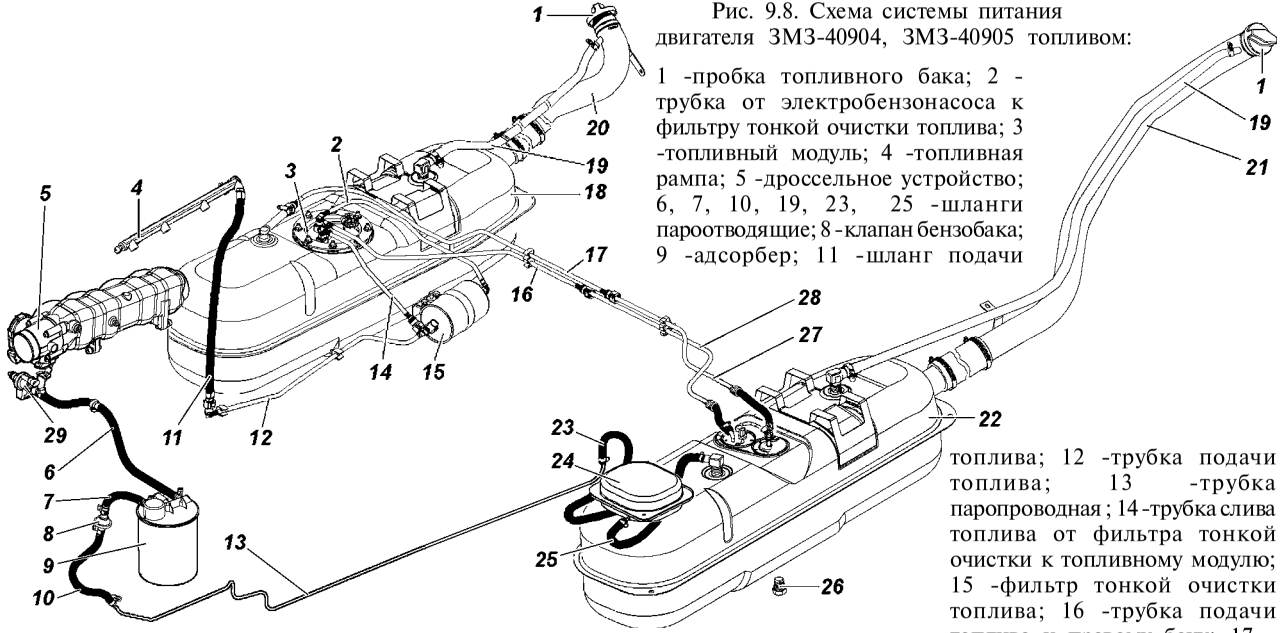

Рис. 9.8. Схема системы питания двигателя ЗМЗ-40904, ЗМЗ-40905 топливом:
Топливные баки 18, 22 (рис. 9.8). Обслуживание топливных баков заключается в периодической промывке фильтра топливного модуля (правый бак), промывке фильтра приемной трубки указателя уровня топлива (левый бак) и промывке самих баков.
Периодически сливайте отстой, отвернув пробку 26 (рис. 9.8) снизу бака.
- слейте топливо, отвернув пробку 26 (рис. 9.8);
- откройте люк в полу кузова над топливным модулем 3 или отверните болты крепления сепаратора 24 (рис. 9.8) и выньте его, отсоедините от него шланги;
Топливный модуль 3 (рис. 9.8) погружного типа, включающий в себя электробензонасос, сетчатый фильтр, струйный насос, регулятор давления и датчик указателя уровня топлива. Установку топливных трубок производить до "щелчка" запорной пружины быстросъемного соединителя.